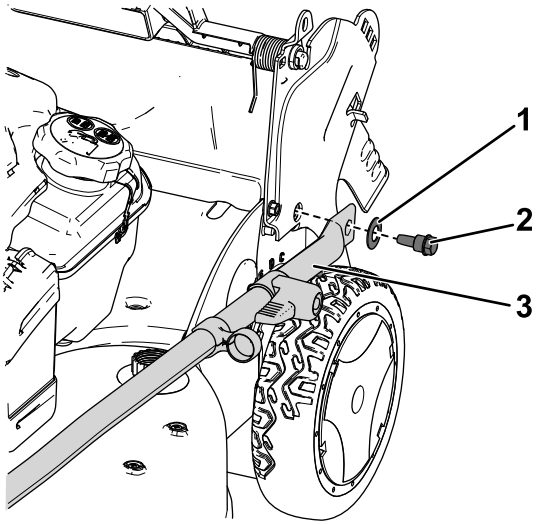

Figur 3
2. Montera handtagsändarna på maskinhuset med de båda brickorna och handtagsbultarna (Figur 3), **men dra inte åt bultarna.**
Viktigt: **Dra kablarna på *utsidan* av handtaget (Figur 3).**